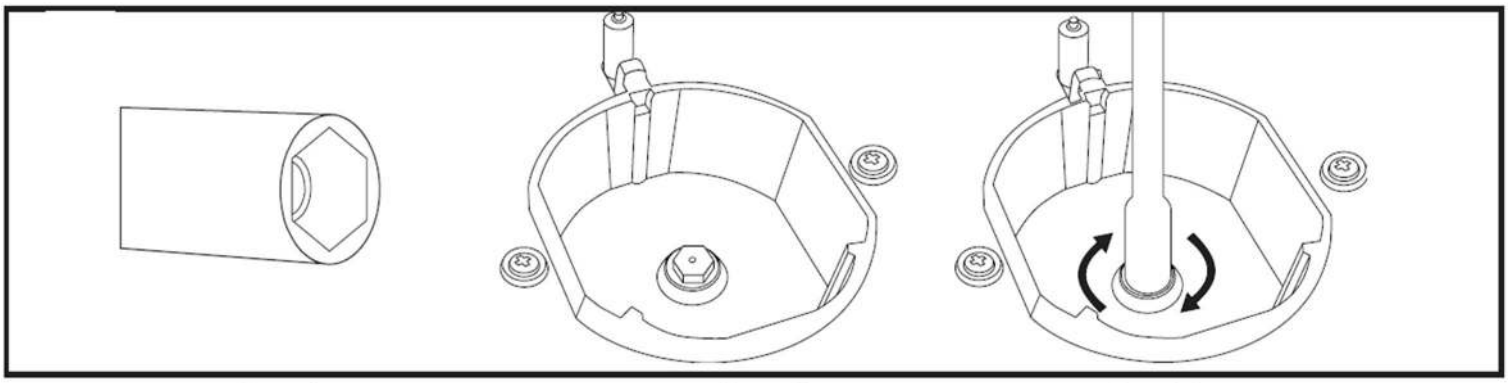

Рис. 1 Рис. 2 Рис. 3
3. Проложите по периметру прибора уплотнитель, поставляемый в комплекте, на углах прибора уплотнителя должно быть больше, чем на остальном периметре (рис.1) .
3. Для замены жиклеров используйте ключ-шестигранник (Рис. 1).